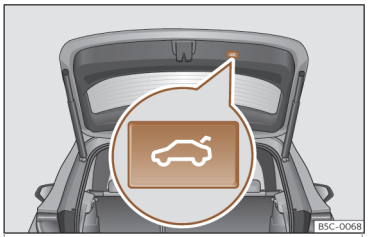

Abb. 83 Heckklappe: Taste zum Schließen der Heckklappe.
• Schließen: Die Heckklappe an einer der Griffmulden in der Innenverkleidung nach unten ziehen oder die Taste in der Heckklappe››› **Abb. 83** drücken.
• Drücken Sie kurz die Taste an der Heckklappe››› **Abb. 83** ››› ⚠ **in Einleitung zum Thema auf Seite 113**.
Während des Vorgangs zum Öffnen oder Schließen der Heckklappe ertönen akustische Signale. Ausnahme: Wenn die Gepäckraumklappe mittels Haltegriff oder Easy Open-Funktion mit einer Fußbewegung geöffnet oder mit der dafür vorgesehenen Taste geschlossen wird››› Abb. 83.
- Drücken Sie die Taste ››› Abb. 83 an der Gepäckraumklappe mindestens 3 Sekunden lang.